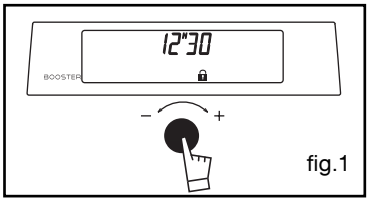

fig.1
- Appuyez pendant quelques secondes sur le bouton de réglages jusqu'à l'affichage de 🔒. Votre afficheur est verrouillé (fig.1).
Pour déverrouiller, effectuez la même opération. ->le cadenas disparaît (fig.1).